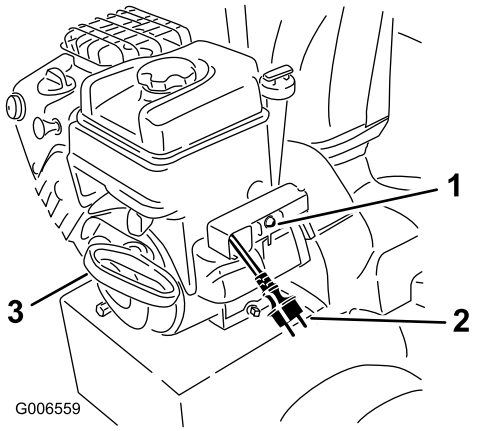

Figur 26
7. Start maskinen ved at trække i tilbageslagsstarthåndtaget eller trykke på den elektriske startknap (kun 38629) (Figur 26).